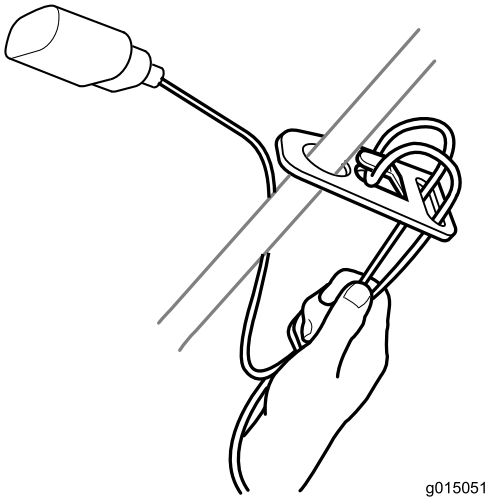

Figura 7
1. Formate un cappio con il cavo di prolunga e fissatelo nel fermacavo (Figura 7).